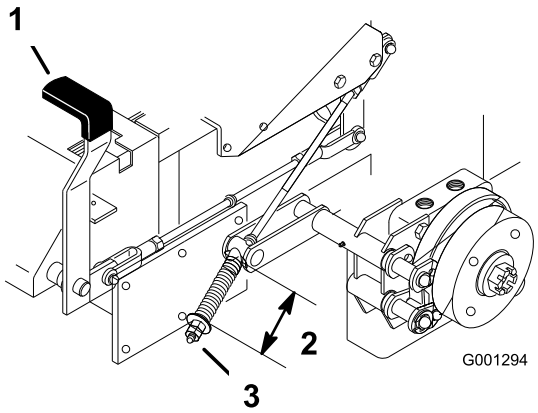

**Figur 57**
2. Mål fjederens længde. Der skal være 64 mm mellem skiverne (Figur 57).
3. Hvis justering er nødvendig, skal parkeringsbremsen deaktiveret, kontramøtrikken under fjederen løsnes, og møtrikken lige under fjederen spændes (Figur 57). Drej møtrikken, indtil det rigtige mål er nået. Drej møtrikken med uret for at afkorte fjederlængden, og drej mod uret for at øge fjederlængden.